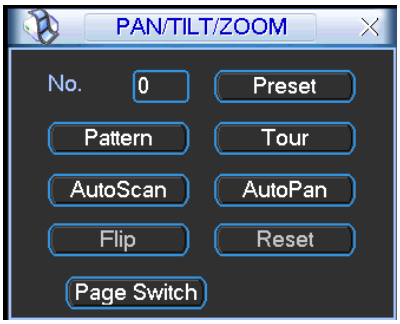
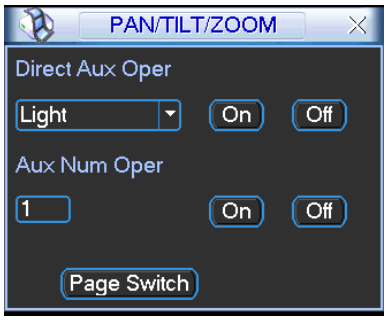

Figure 4-47
Figure 4-52
In Figure 4-43, click page switch button, the interface is shown as in Figure 4-47.
- The following setups are usually operated in the Figure 4-43, Figure 4-46 and Figure 4-47.
In Figure 4-47, please input preset number in the No. blank, and click preset button.
In Figure 4-47, click “Auto Scan” button, the system begins auto scan. Correspondingly, the auto scan button becomes Stop button. Click stop button to terminate scan operation.
In Figure 4-47, click page switch button, you can see an interface is shown as below. See Figure 4-52. Here you can set auxiliary function. The aux value has relation ship with the Aux button of the decoder.